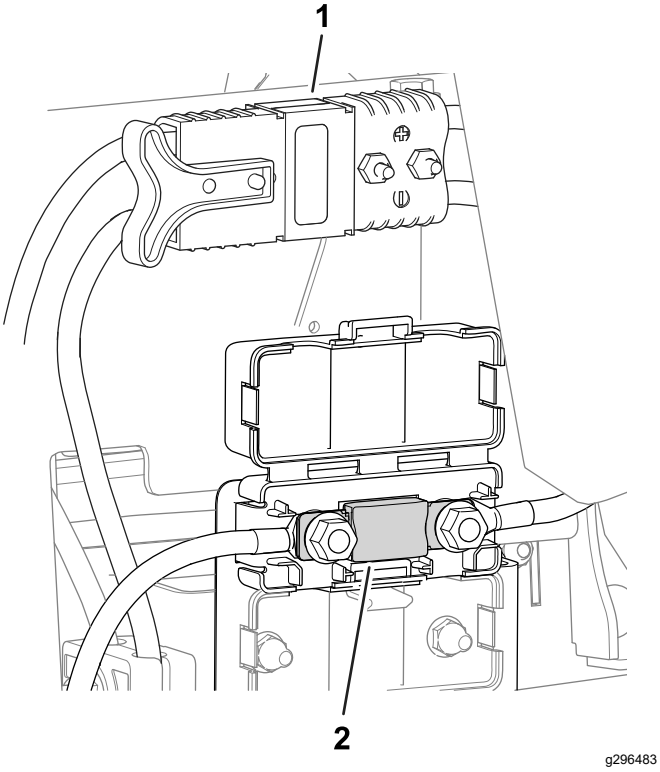

Figur 45
- Sikringen til det elektriske system er placeret under strømstikkene (Figur 45).